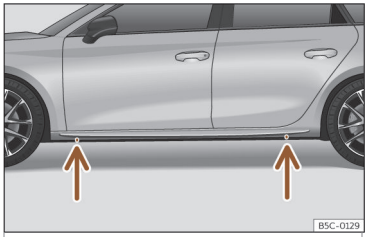

Fig. 42 Punti di appoggio per il cric.
- Individuare nel longherone il punto di appoggio del cric (zona avvallata) più vicino alla ruota da sostituire››› **fig. 42**.